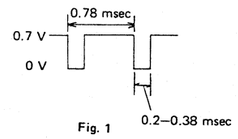

Fig. 1
Wenn an ⑧ von IC 202 Signalform wie in Fig. 1.